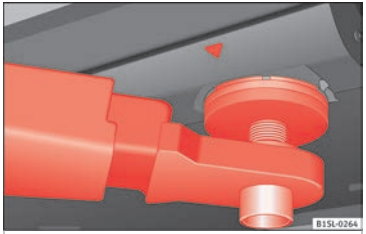
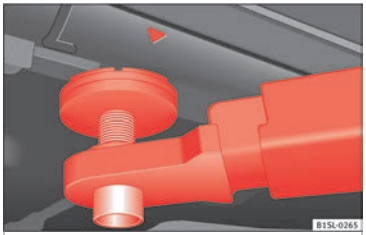

Fig. 159 Front jacking points for raising vehicle with lifting platform or jack
Fig. 160 Rear jacking points for raising vehicle with lifting platform or jack
Always use the jacking points indicated in the figures ››› **Fig. 159** and ››› **Fig. 160** when raising the vehicle. If the vehicle is not lifted at these points, it could be seriously damaged ››› ❗ or lead to serious injury ››› ⚠.
- **Only use the jacking points indicated in the figures ››› Fig. 159 and ››› Fig. 160 when raising the vehicle. If the vehicle is not lifted at the indicated points, it may fall from the platform while the engine or gearbox is being dismounted, for example.**